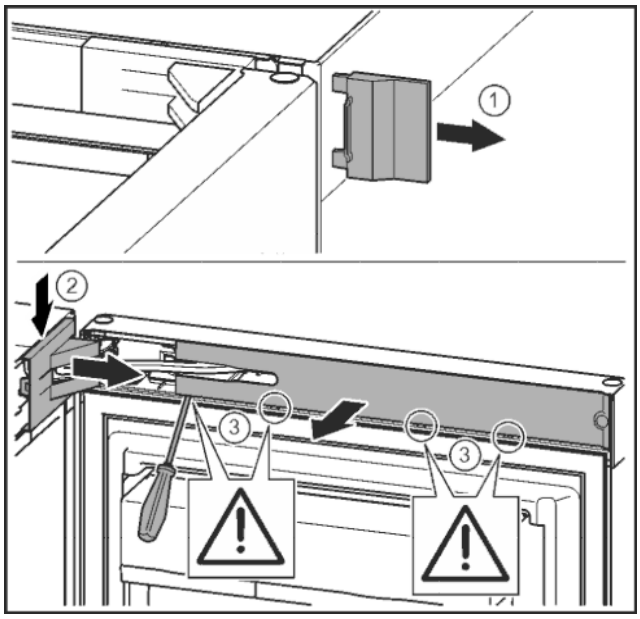

Fig. 11
▶ Снять внешнюю крышку. *Fig. 11 (1)*
▶ При помощи отвертки освободить крышку опорного кронштейна и отсоединить. Снять крышку опорного кронштейна. *Fig. 11 (2)*
▶ Шлицевой отверткой вывести накладку из зацепления и отвести в сторону. *Fig. 11 (3)*